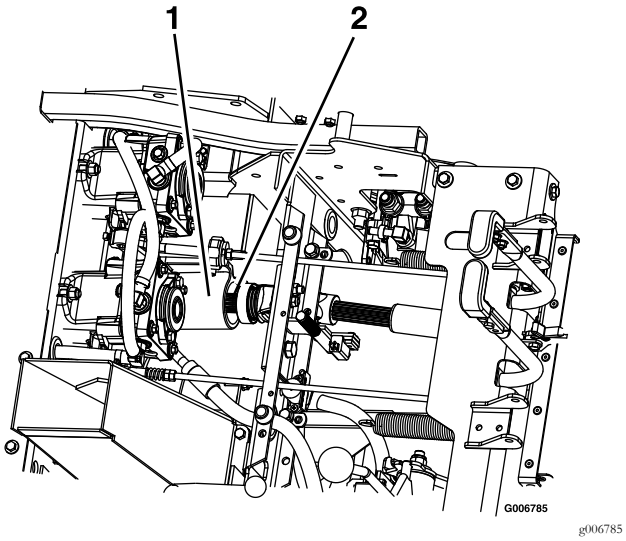

Figure 15
8. Raise seat and disconnect drive shaft using quick coupler at jackshaft (see Figure 15).
3. Raise seat and install drive shaft onto jackshaft (see Figure 15)